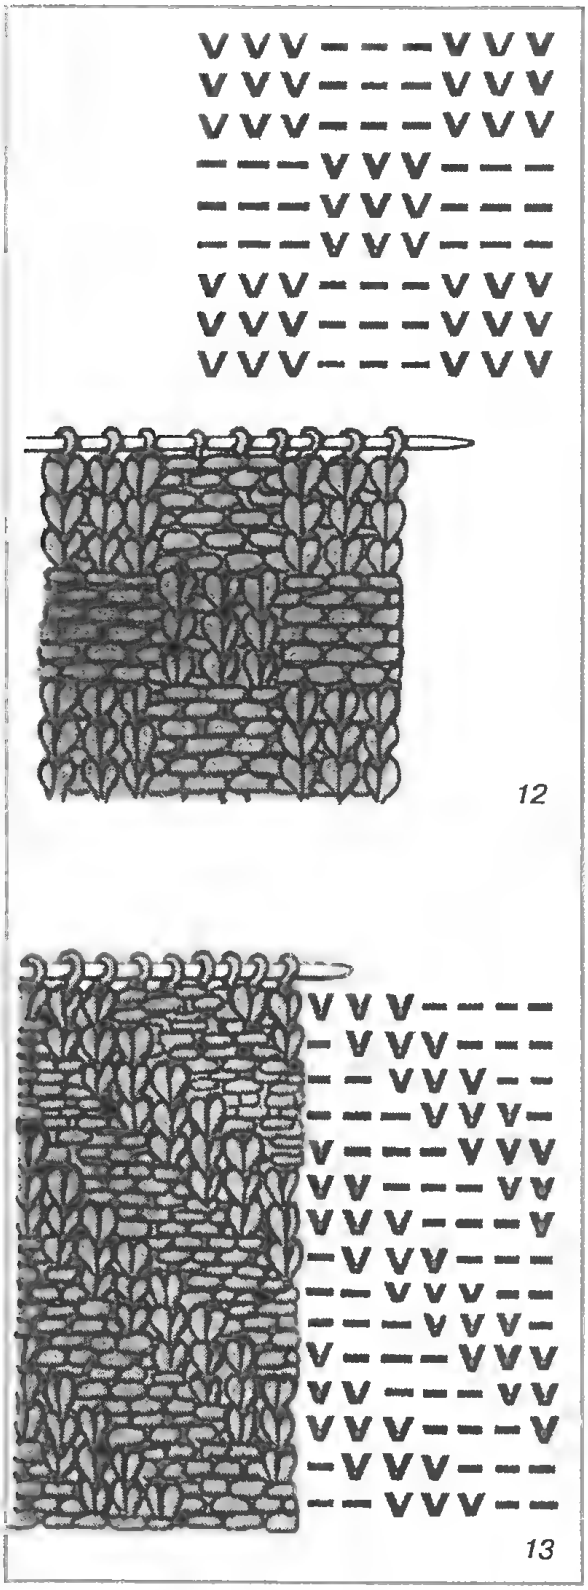

Рис. 12, 13
**«Шахматка»** (рис. 12). 1-й ряд: *3 лицевые, 3 изнаночные*.